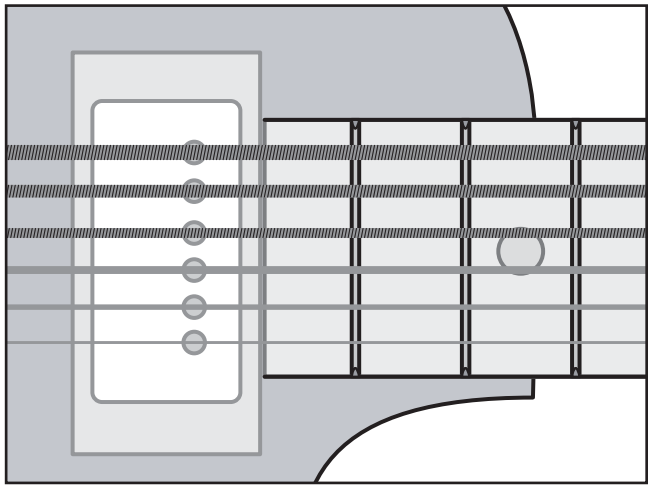

Figure 41. Pickup placement.
1. Align the pickups so the outside pickup screws are directly under the 1st and 6th strings, as shown in **Figure 41,** and tape the pickups in place.